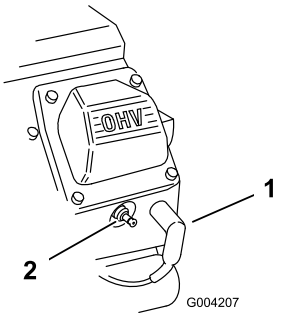

Figura 23
2. Desconecte los cables de las bujías (Figura 23).
3. Conecte los cables a las bujías (Figura 23).